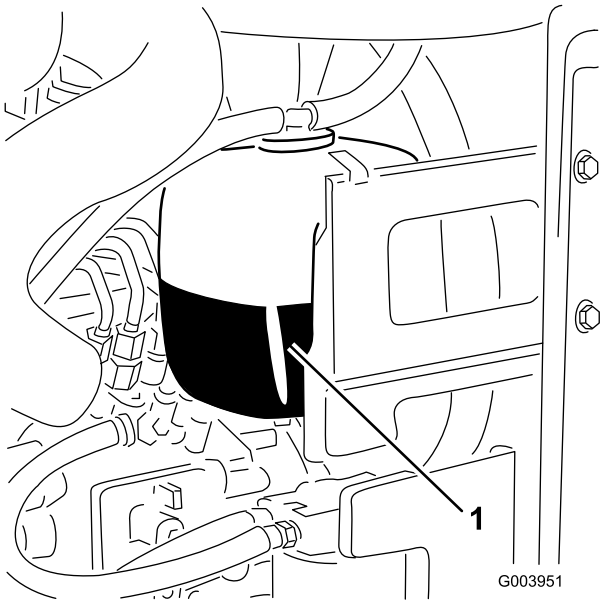

Figur 30
1. Kontroller kjølemiddelnivået i ekspansjonstanken (Figur 30).